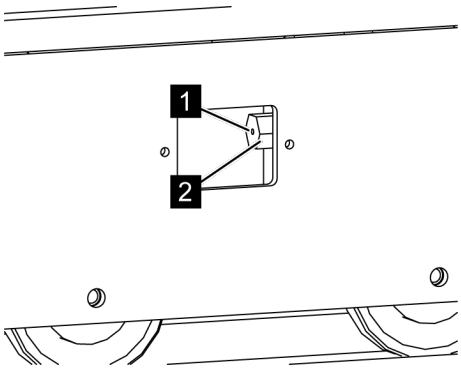
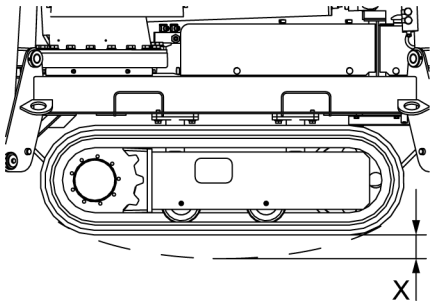

Fig. 101: Forcing in the lubricant
Fig. 102: Slack X
3. *Using a grease gun insert sufficient multi-purpose lubricant (Item no. 3917/0095) on the grease nipple (*Fig. 101/*1) of the tensioning cylinder (*Fig. 101/*2), until the chain has slack (*Fig. 102/*X) of 10–15 mm.*
4. *Make sure that no lubricant escapes on the grease nipple (*Fig. 101*/1).*